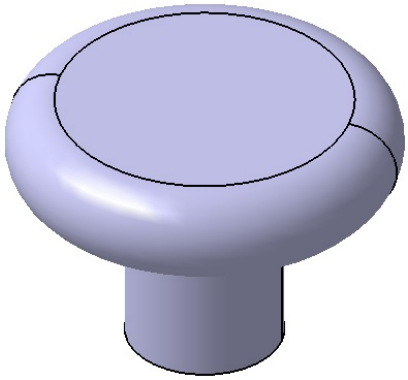

Figure 4-59 *Final model for Tutorial 1*
c. Use the **Shaft** tool to create the base feature, refer to Figure 4-59.
5. Choose the **Fit All In** button from the **View** toolbar to fit the view of the model in the geometry area. The model after creating the base feature is shown in Figure 4-59.